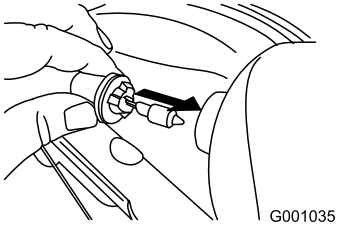

Figur 53
4. Sett en ny pære inn på baksiden av frontlykten (Figur 53).